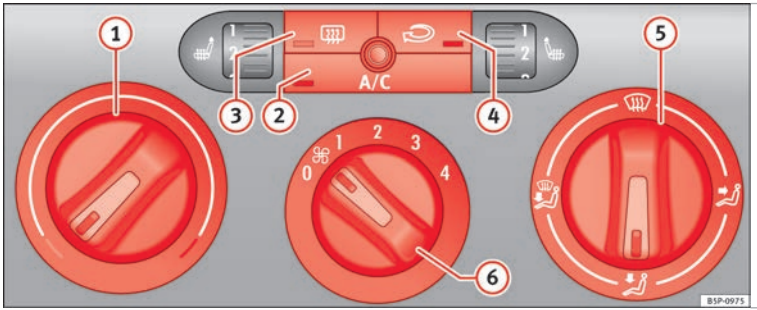

Fig. 115 On the dash panel: Climate controls.
– Use the knobs ››› **Fig. 115** (1) and (5) and control (6) to set the temperature, air distribution and blower speed.
– To switch a function on or off, press the appropriate button (2), (3) or (4). When the function is activated, the display window in the lower corner of the button is lit.
(1) Temperature selector ››› **page 110**
(2) A/C button – Cooling system on/off ››› **page 110**
(3) button – Heated rear window The heating will be switched off automatically approximately *20 minutes* after switching on. It can also be switched off beforehand by pushing the button.
(4) Button – Air recirculation mode ››› **page 111**
(5) Air distribution control ››› **page 110**
(6) Blower switch. There are four speed settings for the air flow. The air flow should always be set at the lowest speed when driving slowly.
– Switch on the air conditioner using the button ››› **Fig. 115** A/C.